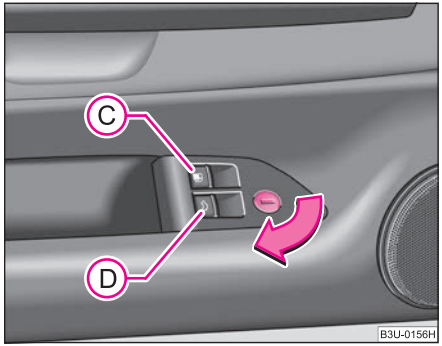

Fig. 25 Inner part of driver door: Switches for opening fuel filler flap and boot lid
– Pull the switch (C) ⇒ page 43, fig. 25.
– Pull the switch (D) ⇒ page 43, fig. 25.
– Turn the master key in the lock in direction of arrow ⇒ page 43, fig. 25.